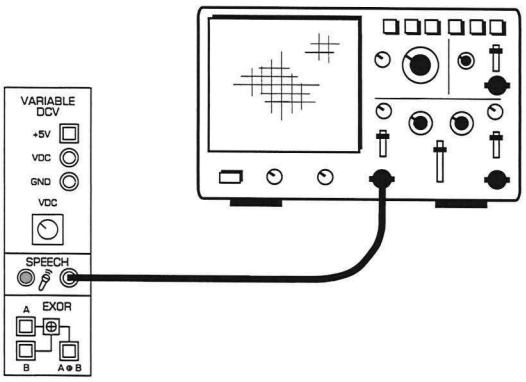

Figure 8
29. Connect the set-up shown in Figure 8 below.